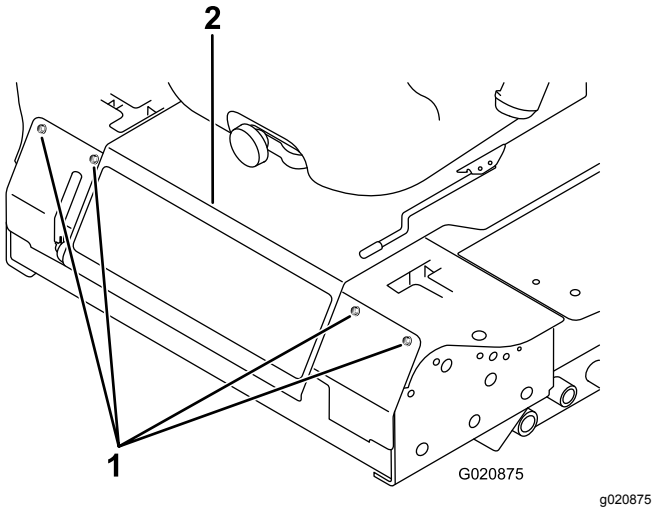

**Rysunek 48**
3. Usuń śruby mocujące panel przedni i zdejmij go (Rysunek 48).